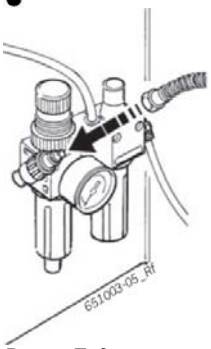

Рис. 5. Подключение шланга для сжатого воздуха.
1. Подключите станок для балансировки колес WBE 4415 к источнику подачи сжатого воздуха (см. рис. 5).